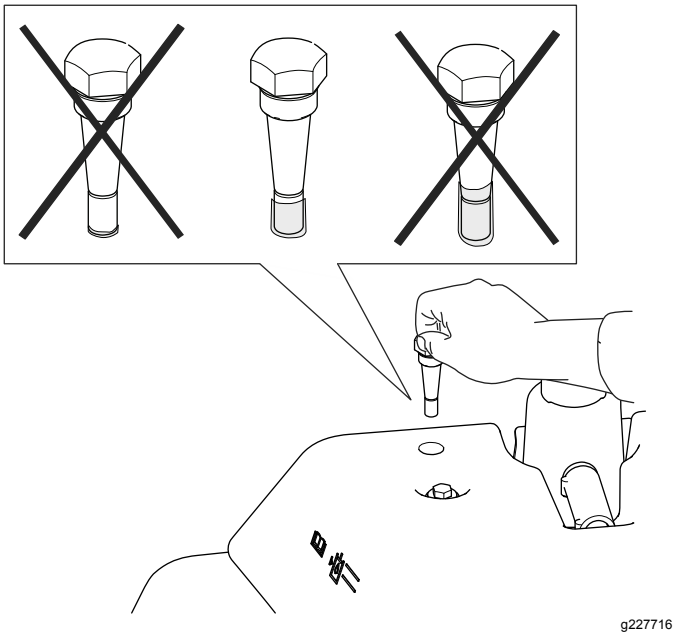

Figur 55
4. Fjern målepinden, og kontroller væskestanden. Hvis standen er mellem mærkerne på målepinden, er niveauet tilstrækkeligt. Hvis væskestanden ikke er mellem mærkerne, skal væskestanden tilpasses derefter (Figur 55).